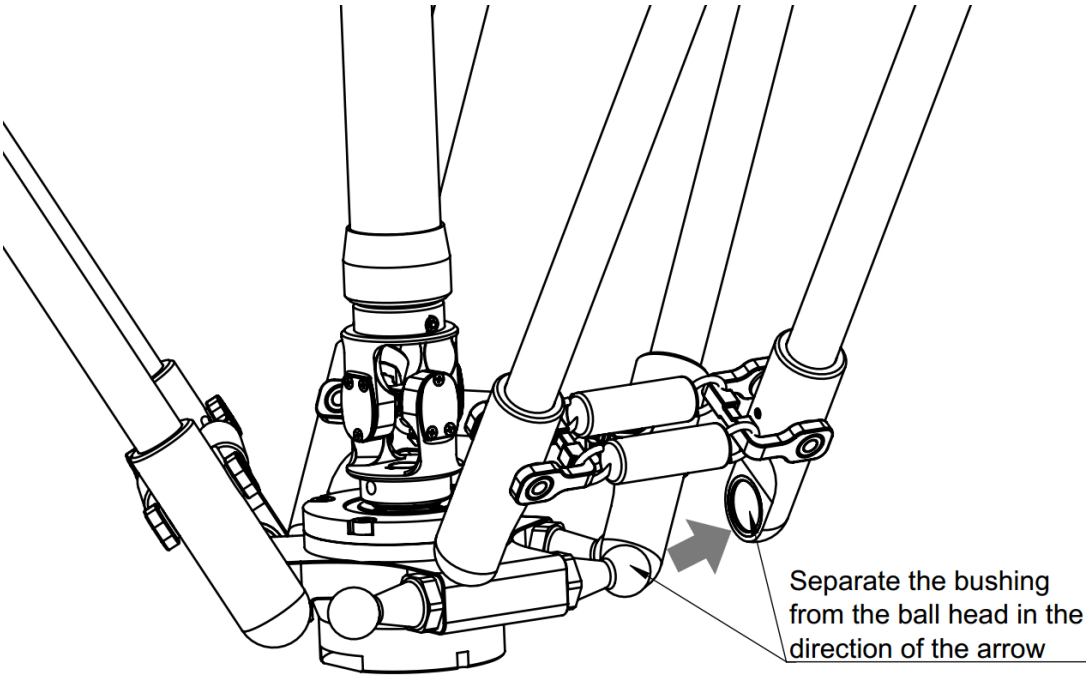

Figure 3-6 Removal at the end of moving platform
**Step 2** Pull the spring where it is connected to the moving platform to separate the bushing from the ball head, as shown in Figure 3-6.